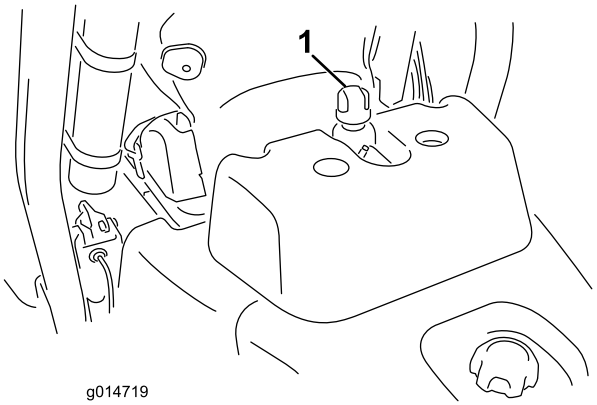

Figur 27
2. Skruva av hydraultanklocket (Figur 27).